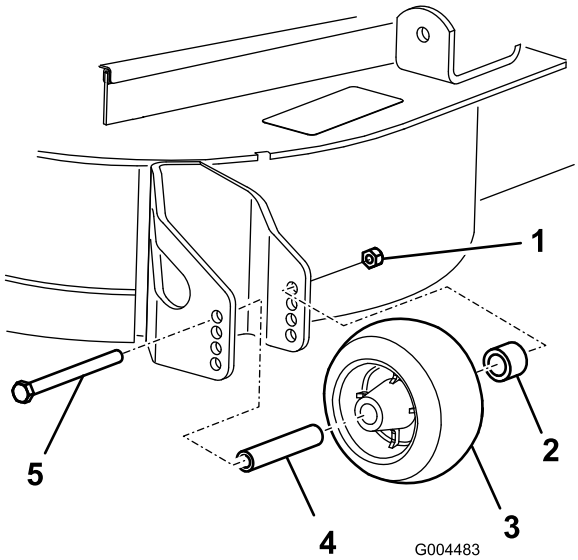

Figur 22
3. När du har ställt in klipphöjden ska du justera valsarna genom att ta bort flänsmuttern, bussningen, distansbrickan och bulten (Figur 22).
Obs: Dra åt till ett moment på 54–61 Nm (Figur 22).